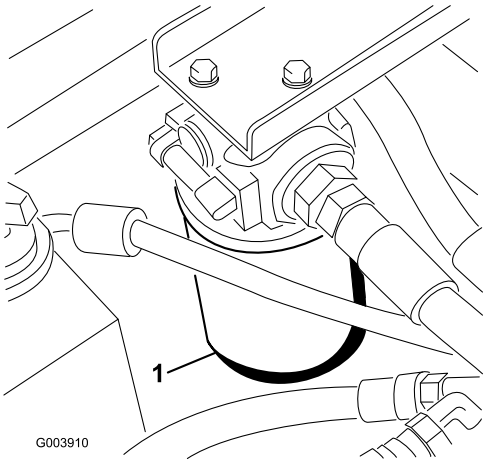

Figur 72
2. Rengjør området rundt der filteret skal festes (Figur 72) og plasser et tappefat under filteret.